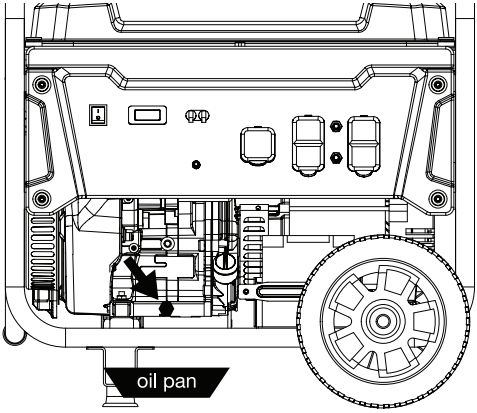

*Figure 20 - Oil Drain Plug*
4. Place oil pan (or suitable container) under the oil drain plug (see Figure 20).
6. Remove the oil drain plug (see Figure 20). Once removed, place the oil drain plug on a clean surface.